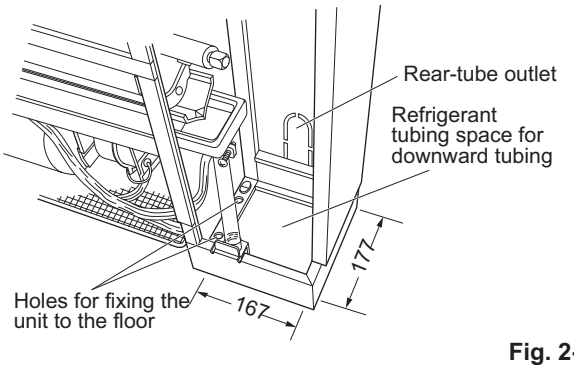

Fig. 2-305
- When a downward tube is required, refer to the opening dimensions shown in Fig. 2-305.